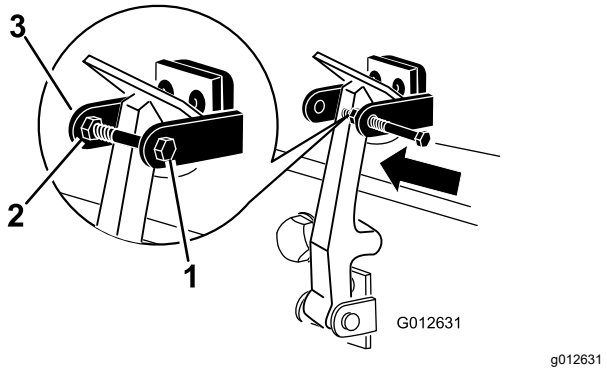

Figur 18
7. Skru bolten inn på den andre armen til panserlåsbraketten for å låse låsen i stilling (Figur 18).